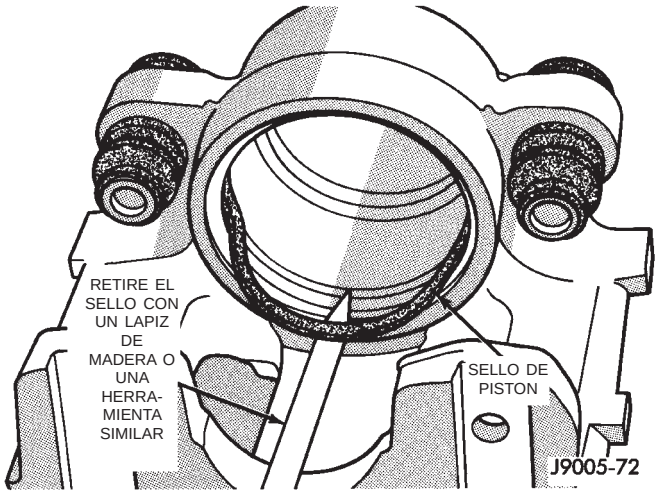

Fig. 48 Desmontaje del sello de pistón
(6) Retire el sello de pistón del calibrador con una herramienta plástica o de madera (Fig. 48). No uti-